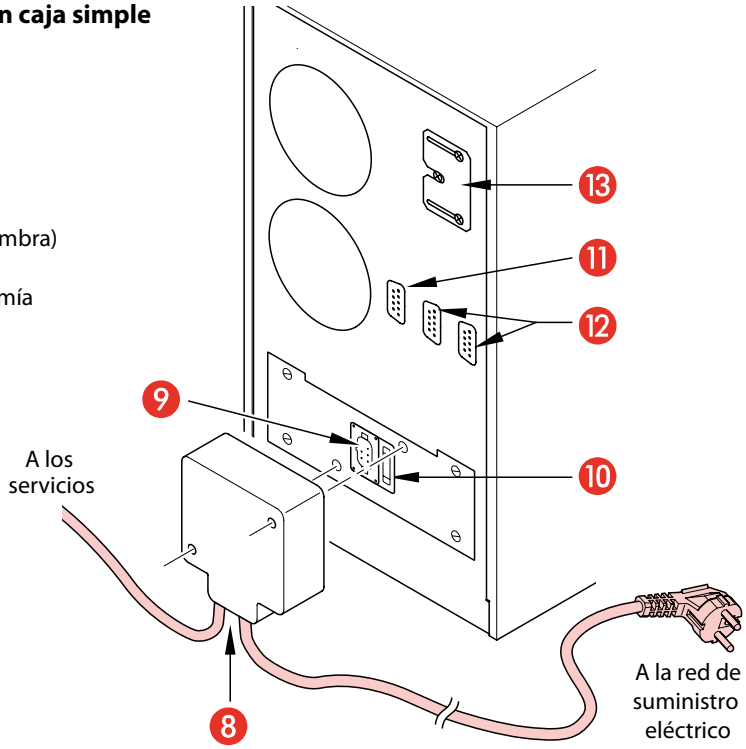
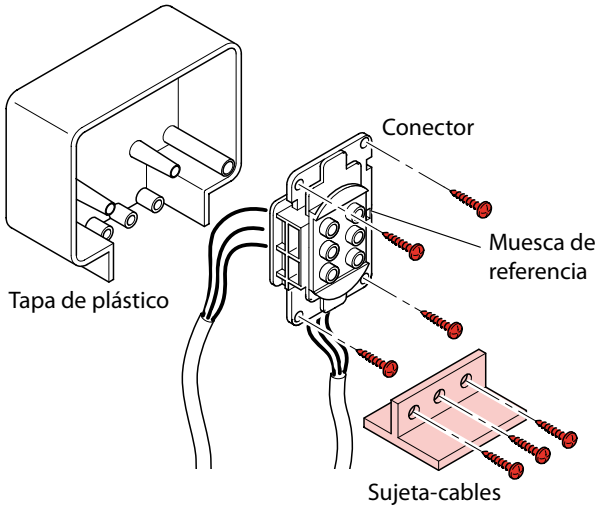

Fig.2 Conexiones eléctricas.
Fig. 3
Caja simple (fig. 2):
2. Introducir el conector en la tapa de plástico fijándolo con los tronillos correspondientes, luego asegurar los cables a la tapa mediante el sujeta-cables (véase fig. 3).
3. Quitar la protección del enchufe (9) quitando el tornillo de fijación.
4. Conectar el conector de entrada-salida al enchufe 9] presente en la parte trasera del SAI-UPS, fijándolo al bastidor con los correspondientes tornillos (véase Fig. 2).